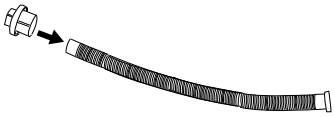
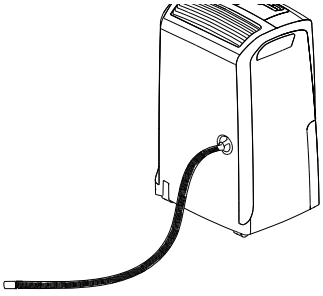
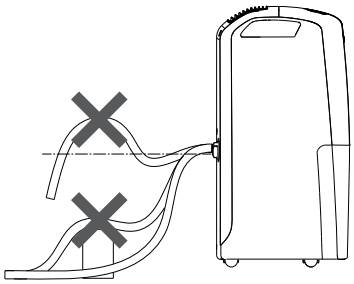

fig. 3
fig. 4
fig. 5
2) Insérez le capuchon de vidange **1** dans le flexible de vidange du condensat (8) jusqu'à l'extrémité (Fig. 3), puis vissez le capuchon sur la goulotte 2 (Fig. 4).
3) Assurez-vous que l'extrémité du flexible ne soit pas plus haut que la goulotte (Fig. 3), ou l'eau pourrait demeurer dans le réservoir. Assurez-vous qu'il n'y ait aucune coque dans le flexible (Fig. 5).